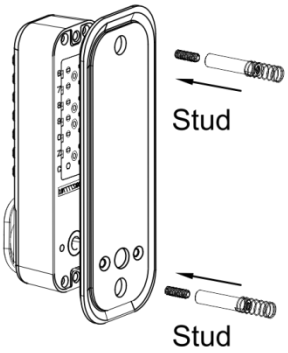

FIG7B
2)42~65mm spesso porta installazione,prima,inserire IL gomma cuscino in IL pannello. quindi, avvitare le viti nere nei fori delle viti M5 della serratura infine, avvitare la biella nelle viti nere (come mostrato in Fig. 7B)